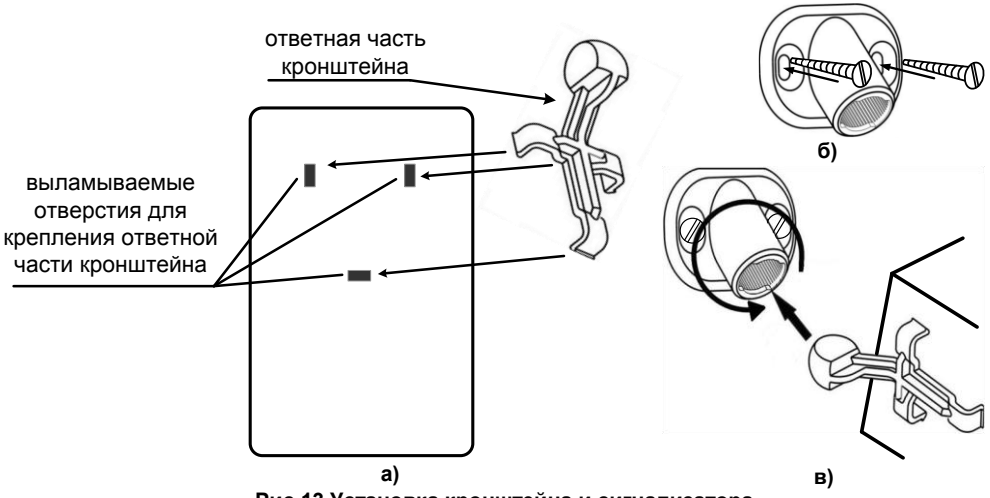

Рис.13 Установка кронштейна и сигнализатора
3. Проведите разметку отверстий для монтажа с учетом положения отверстий в основании кронштейна. Закрепите основание кронштейна на выбранном месте стены (рис.13б).
4. Установите на основание сигнализатора ответную часть кронштейна, предварительно удалив заглушки (рис.13а).
7. Соедините части кронштейна и поверните сигнализатор в нужное положение (см. рис.13в).